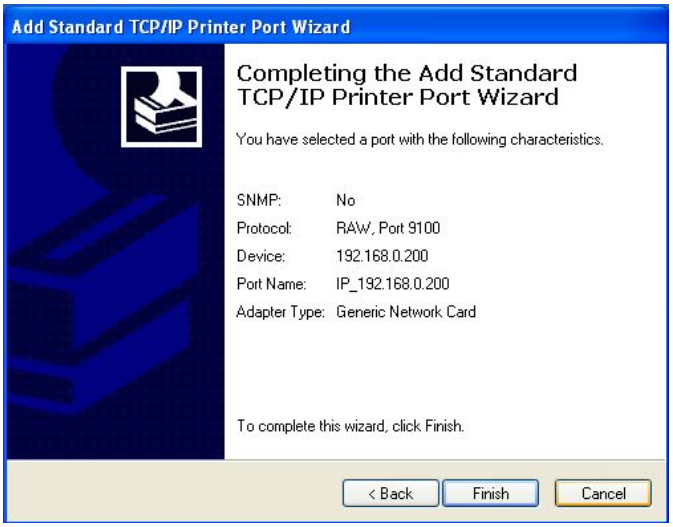

Figure 5.3.7
7) Refer to Figure 5.3.7, click "Finish" button to finish the adding of port;